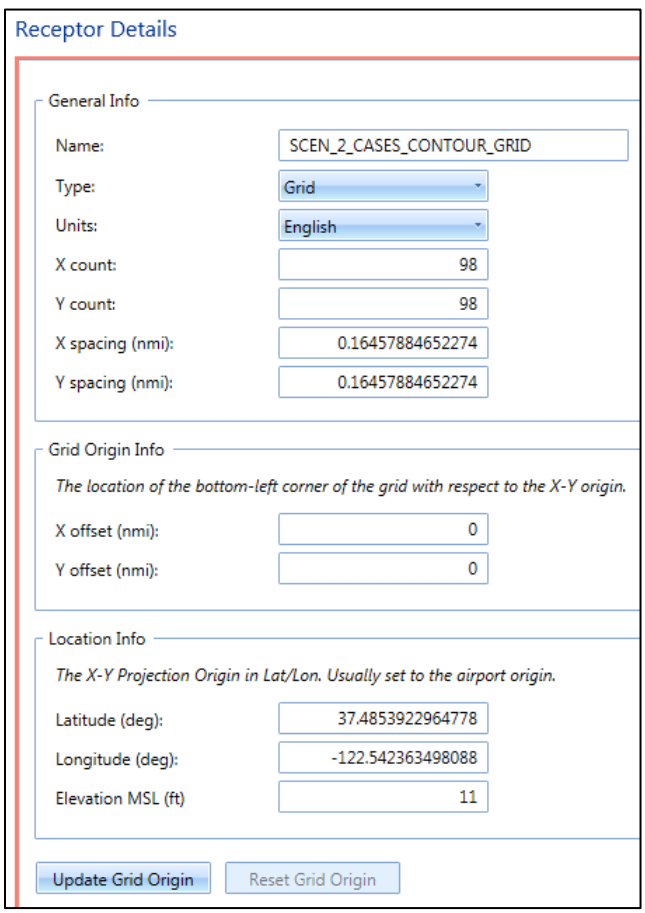

Figure 9-4 Grid-type Receptor Definition – Update Grid Origin
- Click *Reset Grid Origin* to return to the previous values (Figure 9-4).